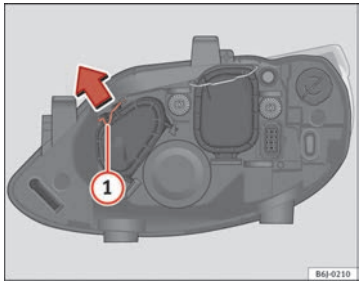

Fig. 152 Side lights
– Move the loop (1) in the direction of the arrow and remove the cover ⇒ Fig. 152.